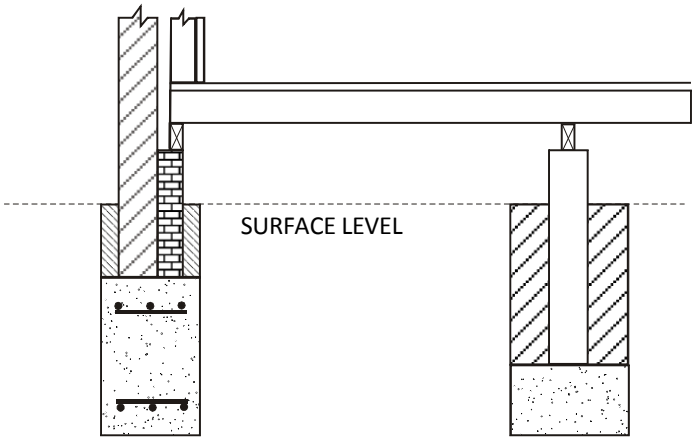

**FIGURE 9**
**Footings** (often incorrectly called foundations) are usually constructed of reinforced concrete that supports the building. They are commonly comprised of concrete strips, stumps with pads, stiffened raft or waffle slabs (Figures 9, 10 and 11).